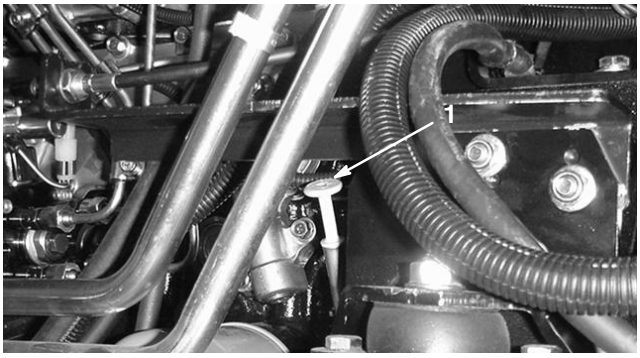
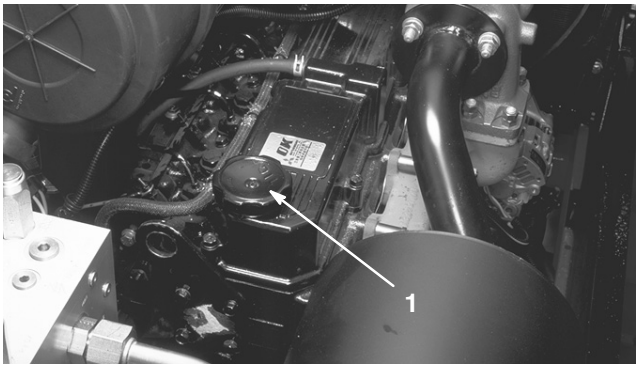
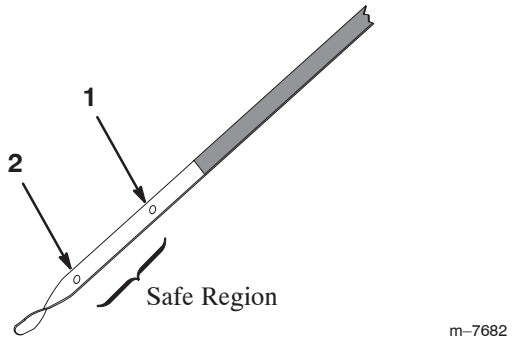

Figure 35
Figure 36
Figure 37
2. Remove dipstick, wipe with clean rag (Fig. 35) and fully insert in tube. Remove from tube and check oil level. Level should be between the lower and upper holes on the dipstick (Fig. 37).
3. If level is low, remove filler cap (Fig. 36). Add proper type of oil until level is between the holes on the dipstick (Fig. 37). **Do not overfill**.